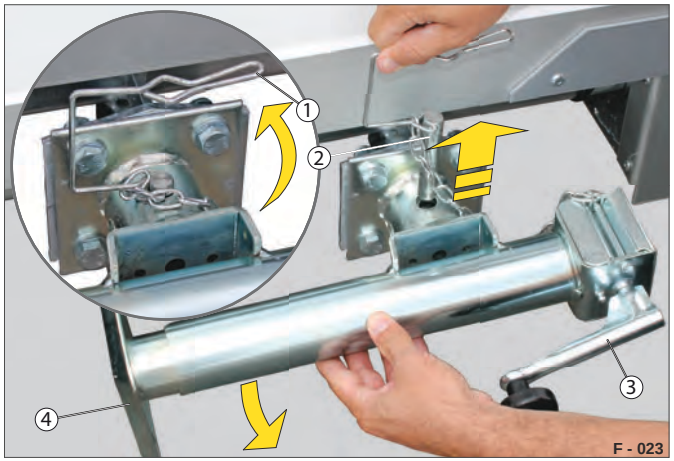

Fig. 36 Afsikring / sænkning
▶ Tryk bøjlesikringen (Fig. 36 /1) ud af bolten.
▶ Træk bolten (Fig. 36 /2) ud.
▶ Drej den justerbare fod (Fig. 36 /4) ned.